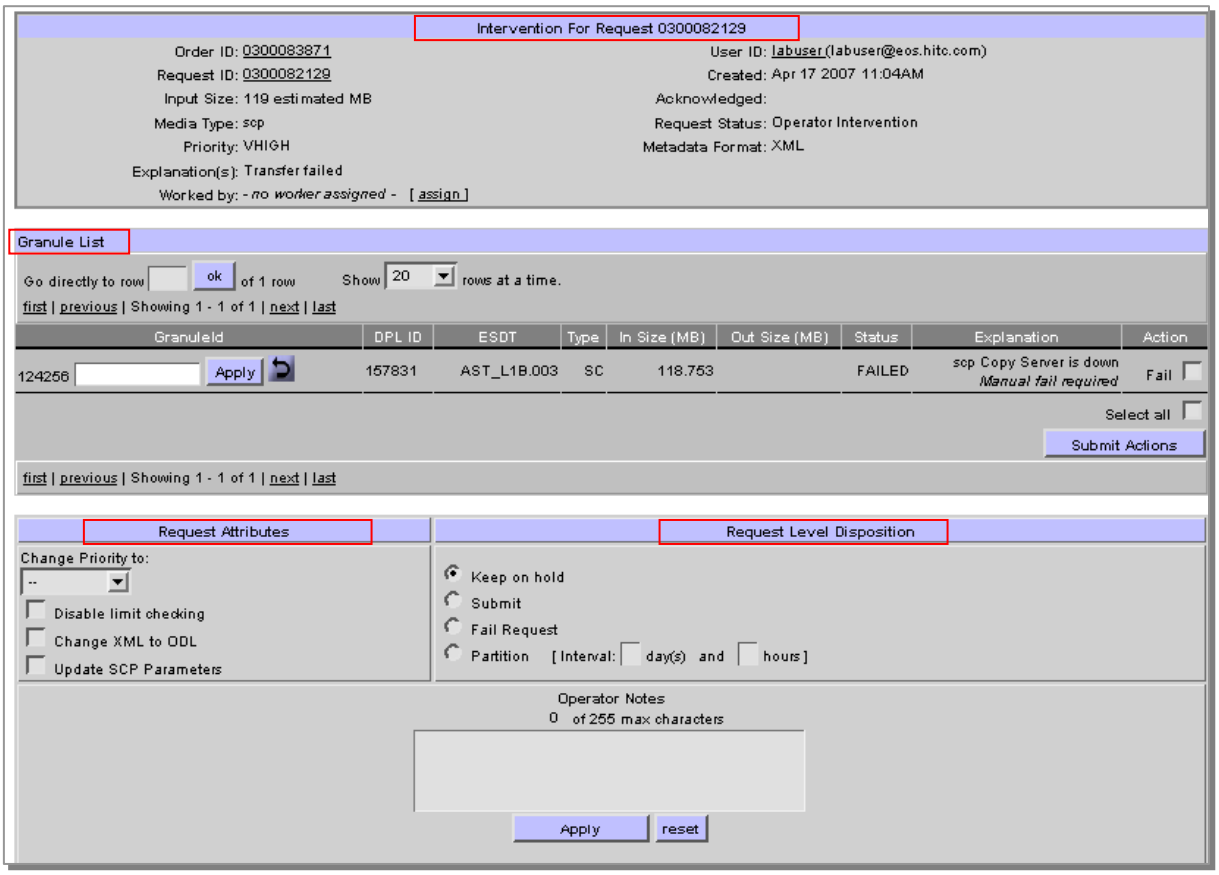

Figure 15.6-5. Open Intervention for Request <ID> Page
- Click **Request ID** <**number**> to view open **Interventions For Request <ID>** details page (Figure 15.6-5), which displays additional intervention related data for the request.
6 The **Open Intervention For Request <ID>** page (Figure 15.6-5) has four working parts:
9 Observe the **Worked by** column information displayed in the **Open Intervention For Request <ID>** page (Figure 15.6-5):
- If User is currently working on the intervention, that userid appears in the **Worked by** field on the **Open Intervention For Request <ID>** page (Figure 15.6-5).